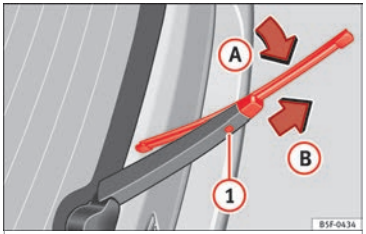

Fig. 82 Cambio de la escobilla de la luneta trasera.
- Rote la escobilla ligeramente »» **fig. 82** (flecha (A)).
- Mantenga presionada la tecla de desbloqueo (1) tirando de la escobilla en el sentido de la flecha (B).
- Inserte en el brazo limpialuneta una escobilla nueva **de la misma longitud y tipo**, en sentido contrario a la flecha (B) hasta que encastre la tecla (1).